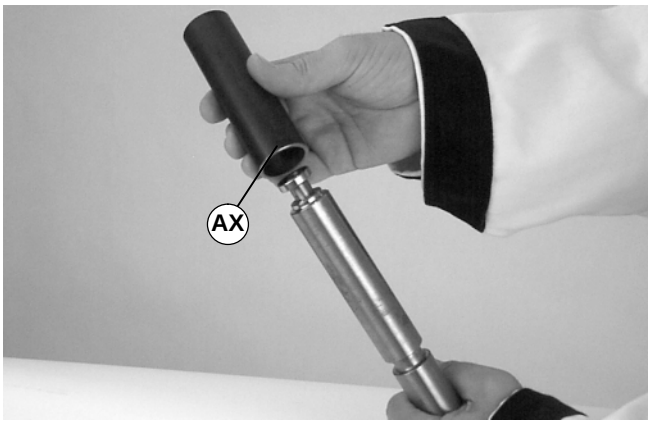

Abbildung 39
3. Die Wekzeughülse (Teilnr. 450282) (AX siehe Abbildung 39) über das Lager schieben.